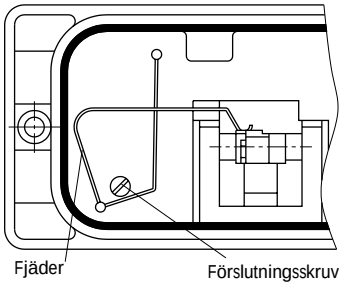

Bild 5 · Mont. av fjäder på husets baksida
6. Avlägsna skruven på lägesställarens baksida (bild 5) och tillslut utgången för lägestrycket på sidan "output" med pluggen, som finns bland tillbehören.
7. Montera lägesställaren så att hålet i monteringsplattan (15) täcks med tätningen, som finns i donets ok.
Om stiftet (27) ligger korrekt i monteringsfästet (28), så skall den till tillbehören bifogade fjädern monteras på lägesställarens baksida enligt bild 5. För montering av lägesställaren behövs de i tab. 5 förtecknade delarna. Ventilens nominella slaglängd bestämmer vilken hävarm och vilken mätfjäder som skall användas (tab. 6).
För att vara säker på att rullen senare ligger an mot kurvskivan, skall fjädern, som finns bland tillbehören 1400-6660, hängas på baksidan av lägesställarens hus enligt bild 5.